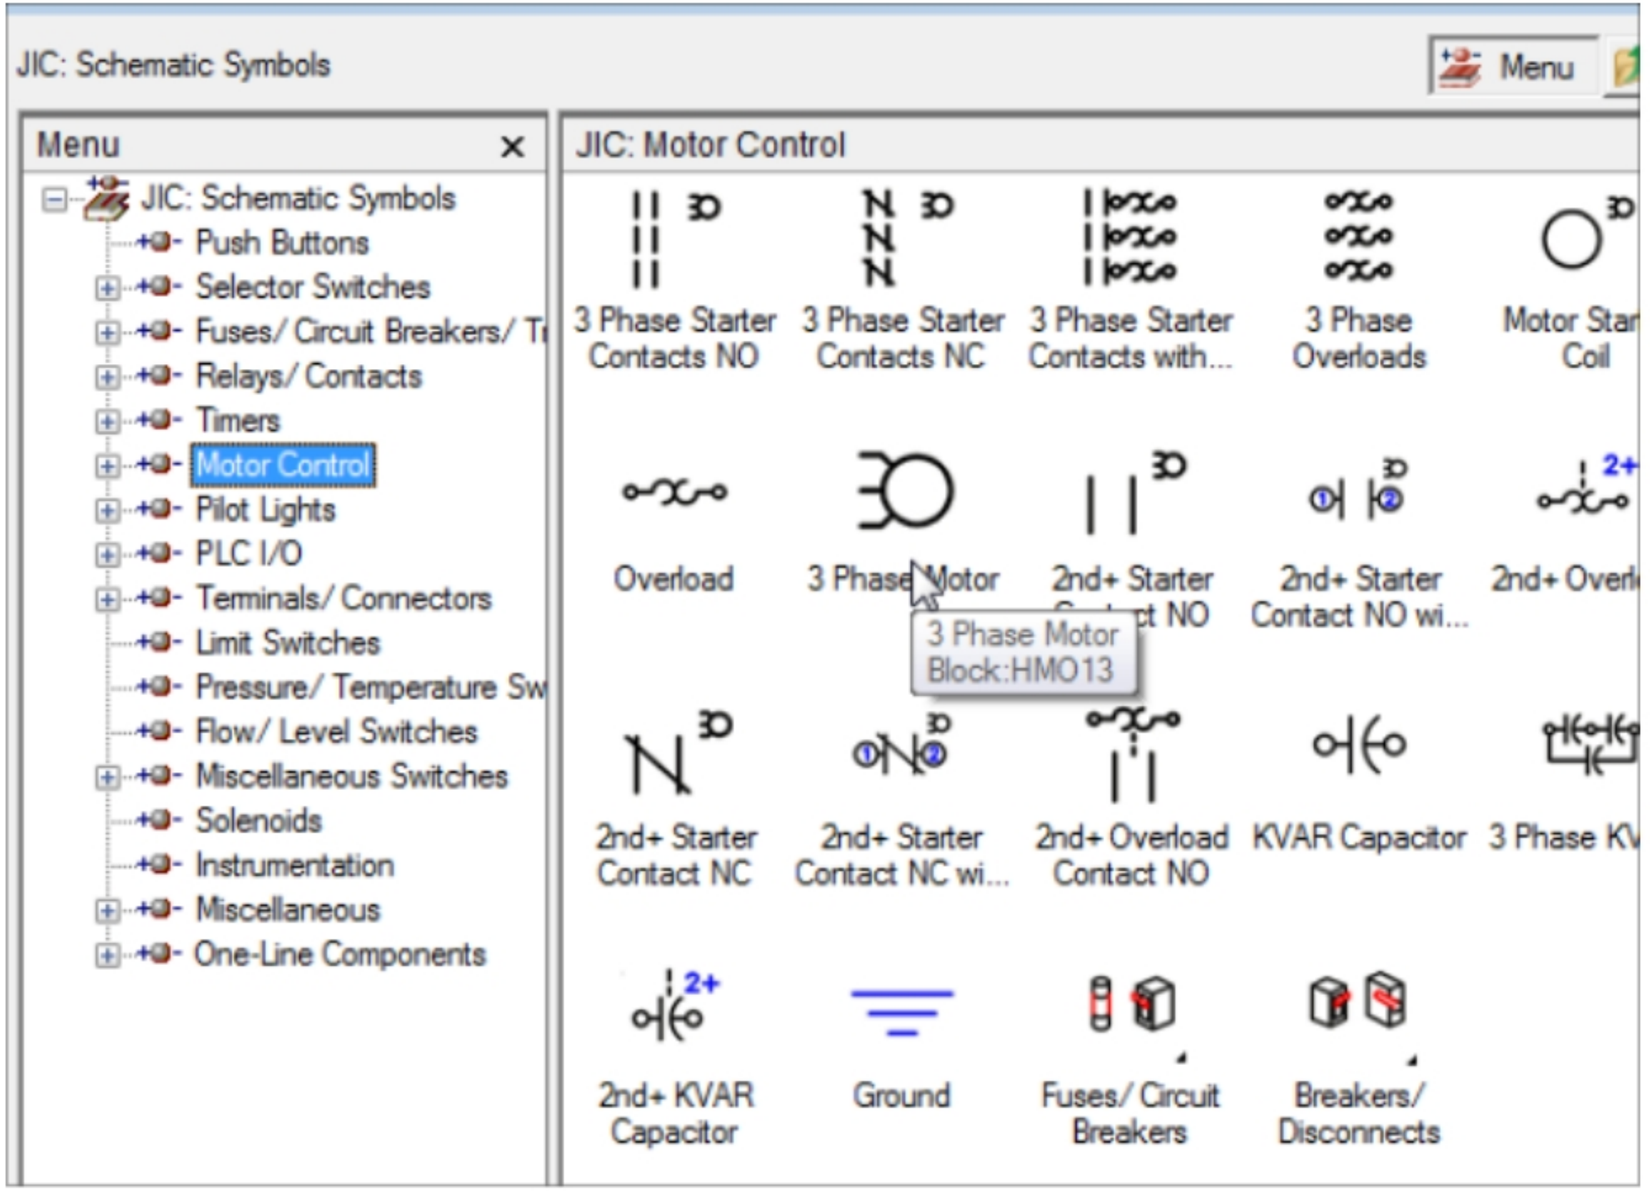

Figure-69. Motor symbol
- Select the **Motor Control** category from the menu and select the icon highlighted by the cursor; refer to Figure-69.